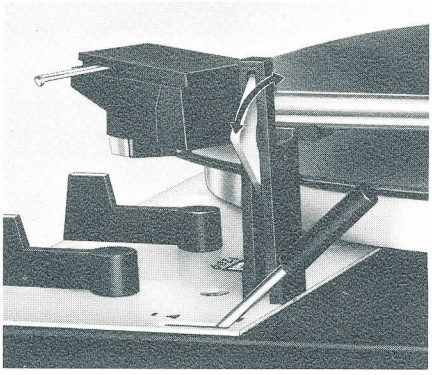

Fig. 7
Select the appropriate turntable speed ①, set the record size selector to 7", 10" or 12", depending on the size of the record you want to play, and unlock the tonearm (Fig. 7).
Note: After a single record has played, or after the last record in a stack has played, the tonearm will return automatically to its rest and the motor will shut off. It is advisable then to lock the tonearm on its rest (Fig. 7).